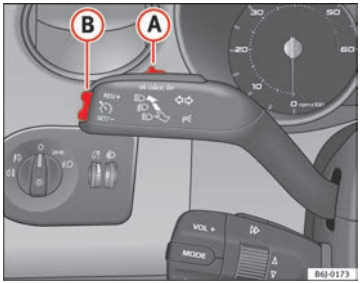

Fig. 114 Turn signal and main beam headlight lever: switch and rocker switch for the cruise control
– Press the lower part **SET** of the rocker switch ⇒ Fig. 114 (B) once briefly when you have reached the speed you wish to set.